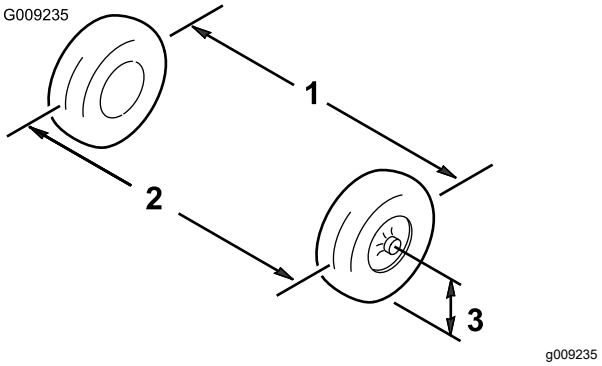

**Figur 59**
3. Mät avståndet mellan de båda framhjulen vid axelhöjd, både framtill och baktill på framhjulen (Figur 59).